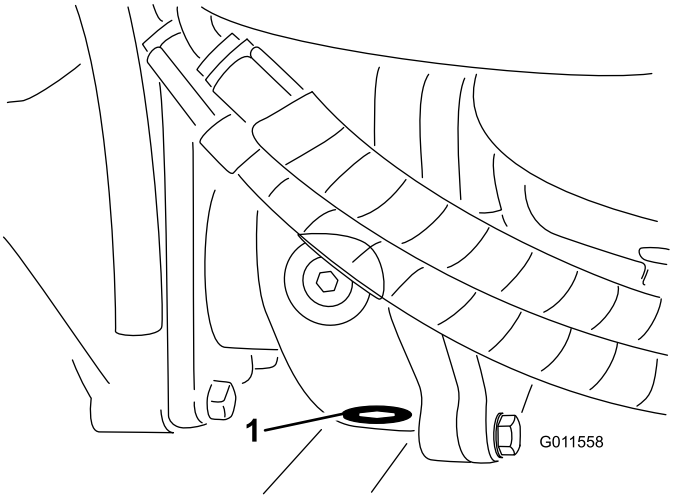

Figura 66
5. Limpie la zona alrededor del tapón de vaciado en la parte inferior de la caja de engranajes (Figura 66).